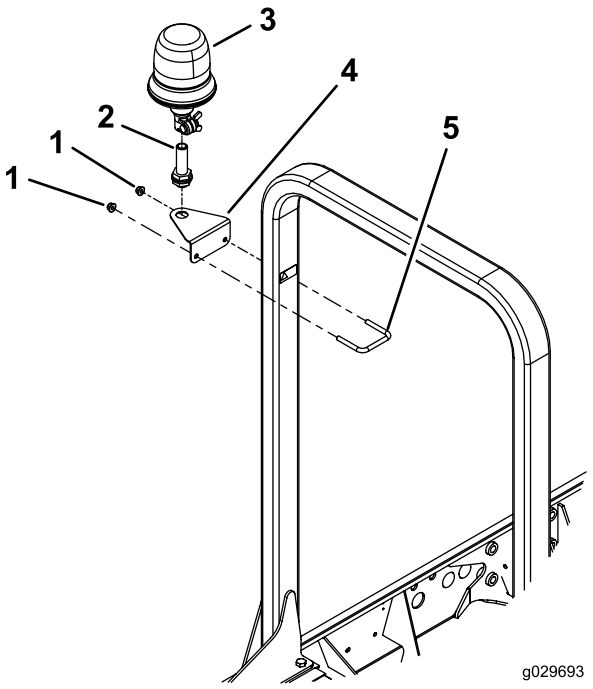

Bild 22
1. Befestigen Sie die Rundumleuchtenhalterung mit dem U-Bügel und zwei Bundmuttern (3/8") lose an der Seite der Überrollschutzstrebe, wie in Bild 22 abgebildet.
3. Befestigen Sie die Rundumleuchtenfassung mit der mitgelieferten Klemmmutter an der Rundumleuchtenhalterung (Bild 22).
4. Stecken Sie die Rundumleuchte in die Fassung und ziehen Sie die Flügelmutter an (Bild 22).